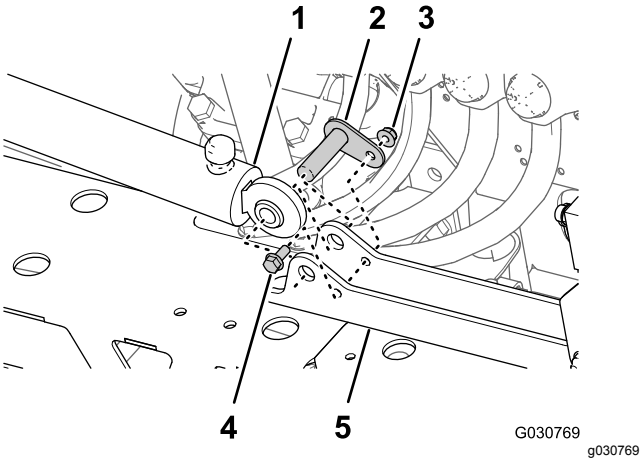

**Figur 94**
1. Juster den faste ende af løftecylinderen, som du afmonterede i trin 4 i Afmontering af løftecylinderen (side 28), så den passer med 16 mm hullet i cylinderbeslaget (Figur 94).
2. Sæt cylinderen på cylinderbeslaget med drejetappen, flangehovedbolten og flangemøtrikken (Figur 94).